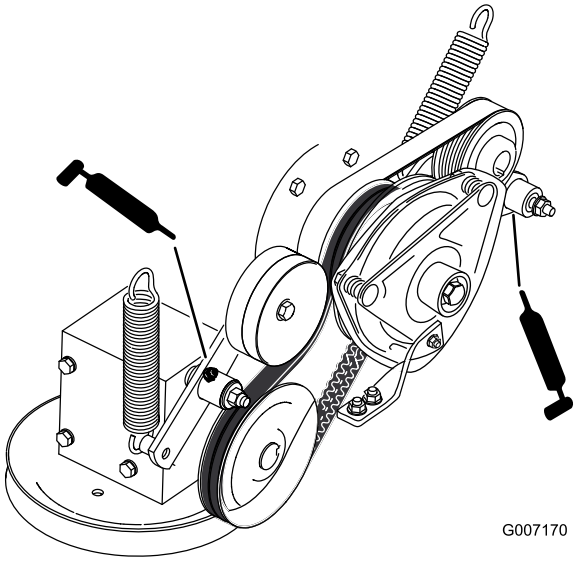

**Figur 31**
7. Smør drivremmens styrearm på kraftudtaget (Figur 31).
8. Smør pumperemmens styrearm (Figur 31).